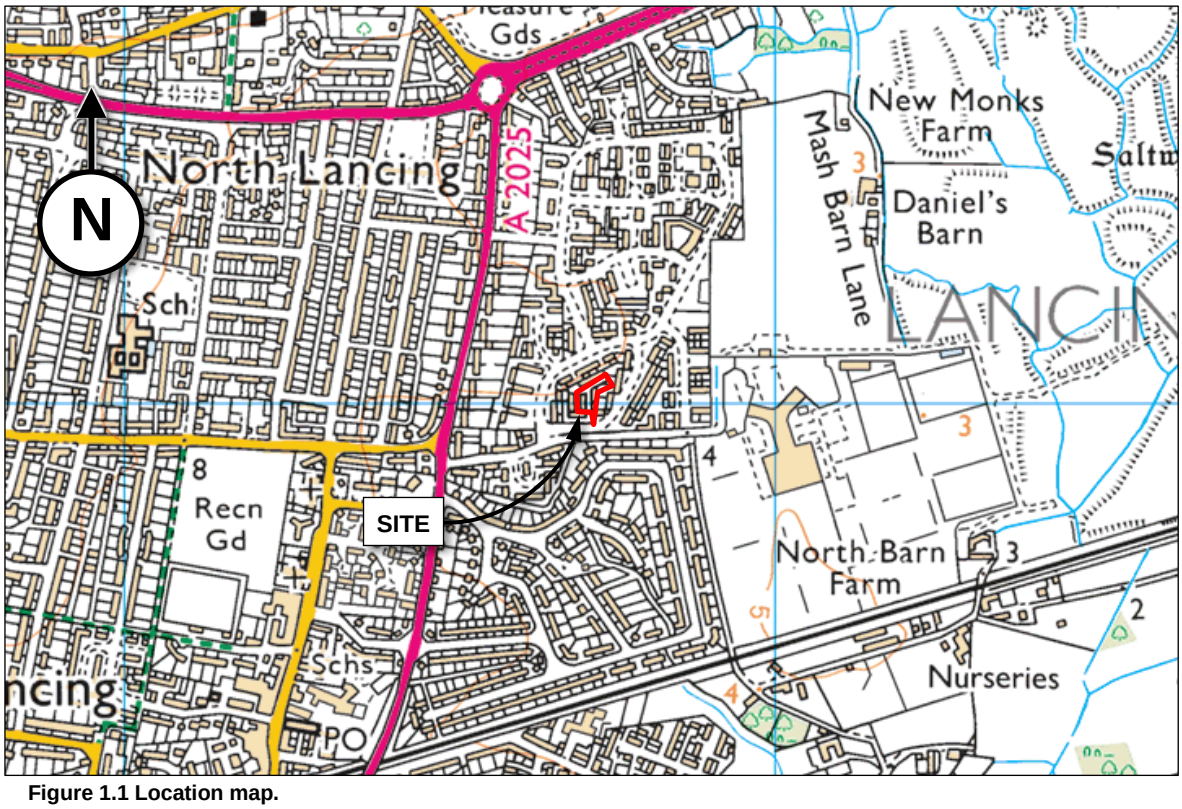

Figure 1.1 Location map.
2.2 The wider area is generally characterised by residential development. Local features include the Shadwells Road Open Space, a recreation area located approximately 130m northeast of the site. The American Express Elite Football Performance Centre lies approximately 200m to the east of the site. The east-west trainline bisecting Lancing is situated around 400m to the south of the site. A site location map is shown in Figure 1.1.